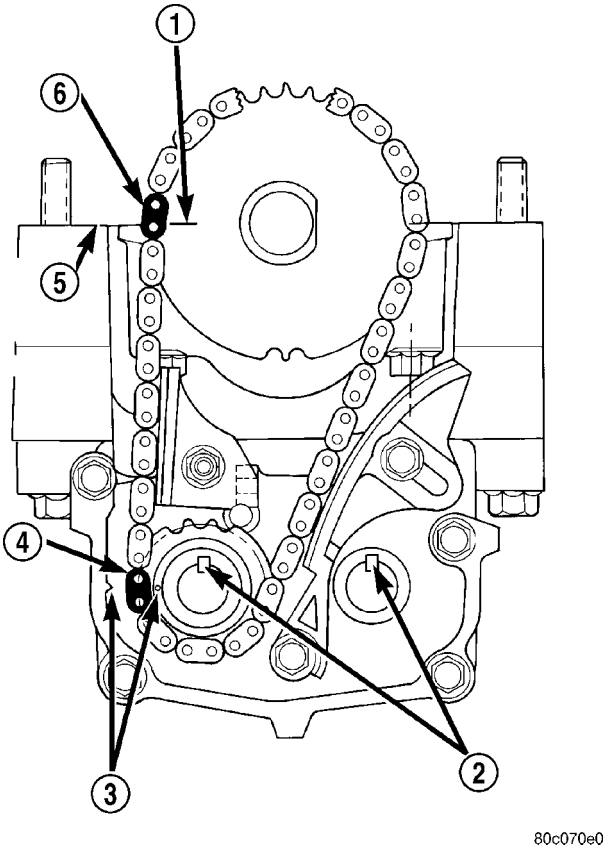

Fig. 142 Balance Shaft Timing
(6) Turn crankshaft until number 1 cylinder is at top dead center (TDC). The timing marks on the chain sprocket should line up with the parting line on the left side of number one main bearing cap. (Fig. 142).
(7) Place chain over crankshaft sprocket so that the plated link of the chain is over the number 1 cylinder timing mark on the balance shaft crankshaft sprocket (Fig. 142).
(8) Place balance shaft sprocket into the timing chain (Fig. 142) and align the timing mark on the sprocket (dot) with the (lower) plated link on the chain.